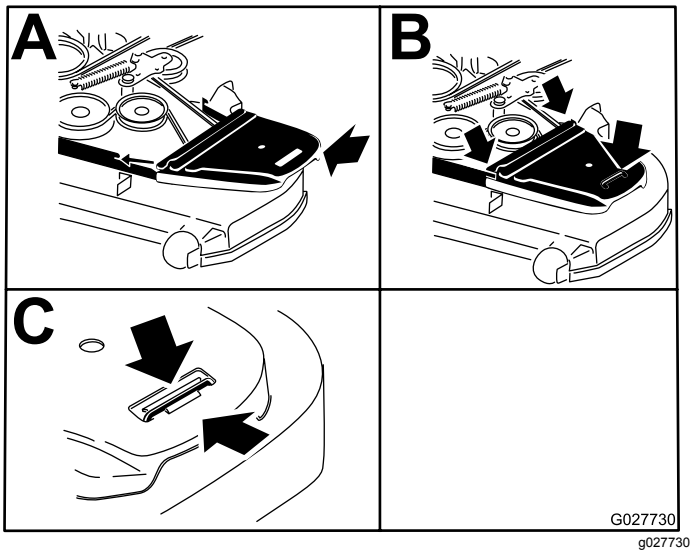

Figuur 83
14. Plaats de drijfriemkappen en de bijbehorende bouten (Figuur 83).